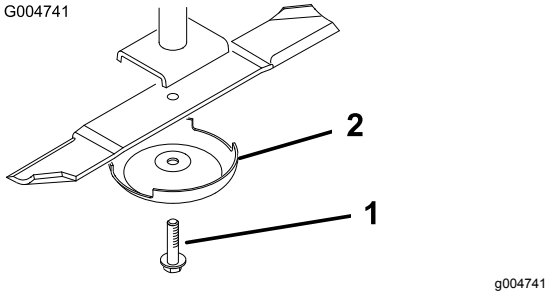

Figuur 109
2. Pak het uiteinde van het mes vast met een doek of een dikke, gevoerde handschoen. Verwijder de mesbout, de antiscalpeercup en het mes van de as (Figuur 109).